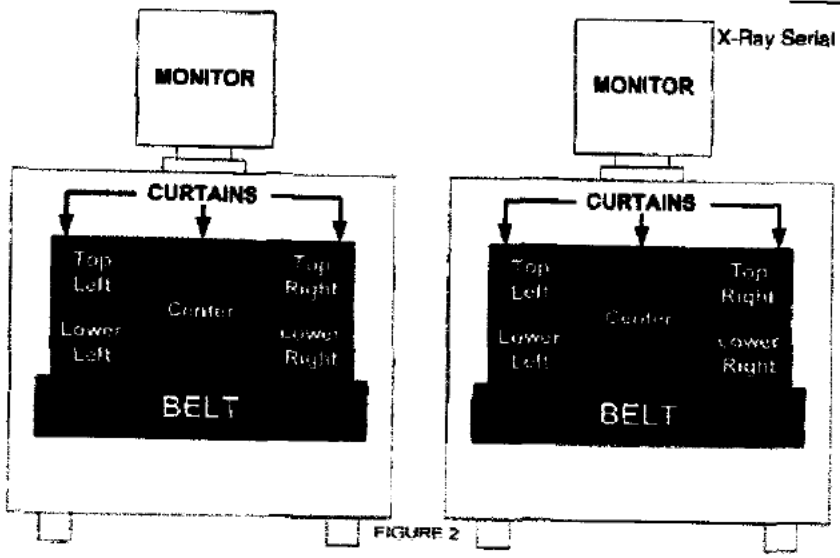

FIGURE 2
3. While holding the meter 5 centimeters (about 2 inches) from the surface, take readings in the area of the circles shown (Figure 2 above) on **BOTH** sides (ENTRANCE and EXIT) of the X-ray machine (total of **10** readings).